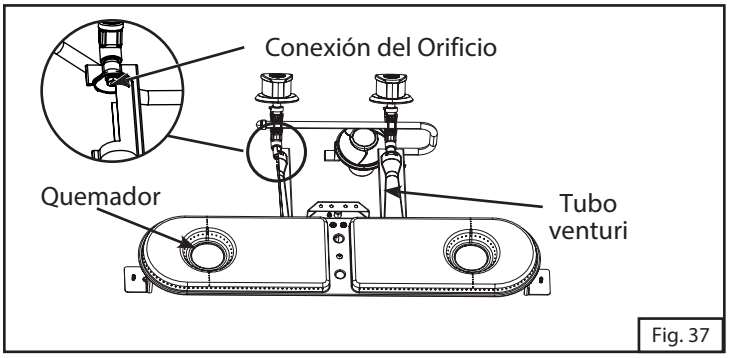
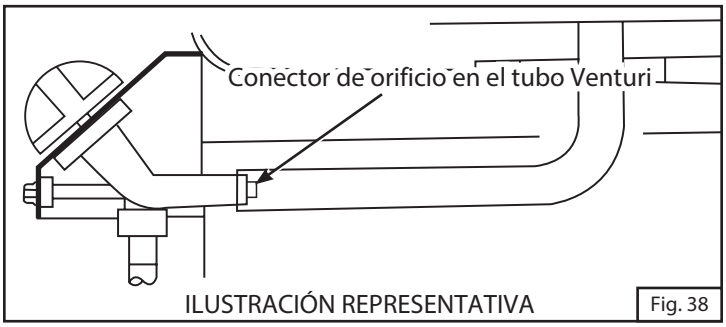

Fig. 37
Fig. 38
6. Asegúrese de que los adaptadores del orificio estén dentro del tubo venturi y luego apriete todos los tornillos autorroscantes. (Fig. 37 y Fig. 38)